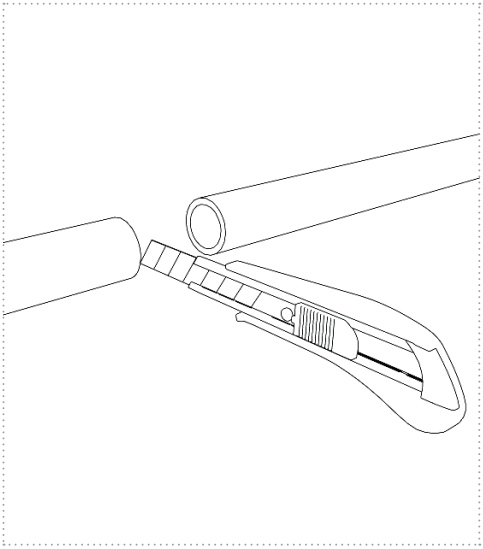

Figure 7
1. Coupez la conduite d'eau à l'endroit d'installation souhaité conformément à la *figure 7*. Pour les tuyaux flexibles, veillez à effectuer une coupe droite.